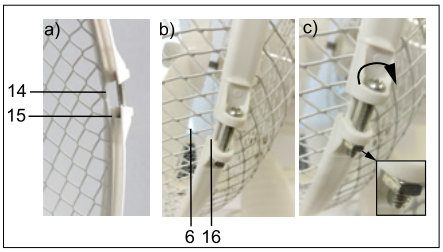

Fig.5: Montage vorderes Schutzgitter
11. Ziehen Sie den so entstandenen Ring auf den Rand des hinteren Schutzgitters (14).
Der Rand des Schutzgitters muss dabei in der hinteren Rille (15) des Fixierbandes liegen. Abb. 5 a).
13. Drehen Sie die Kreuzschlitzschraube mit einem Kreuzschlitzschraubendreher im Uhrzeigersinnd weiter zu. Abb. 5 c).